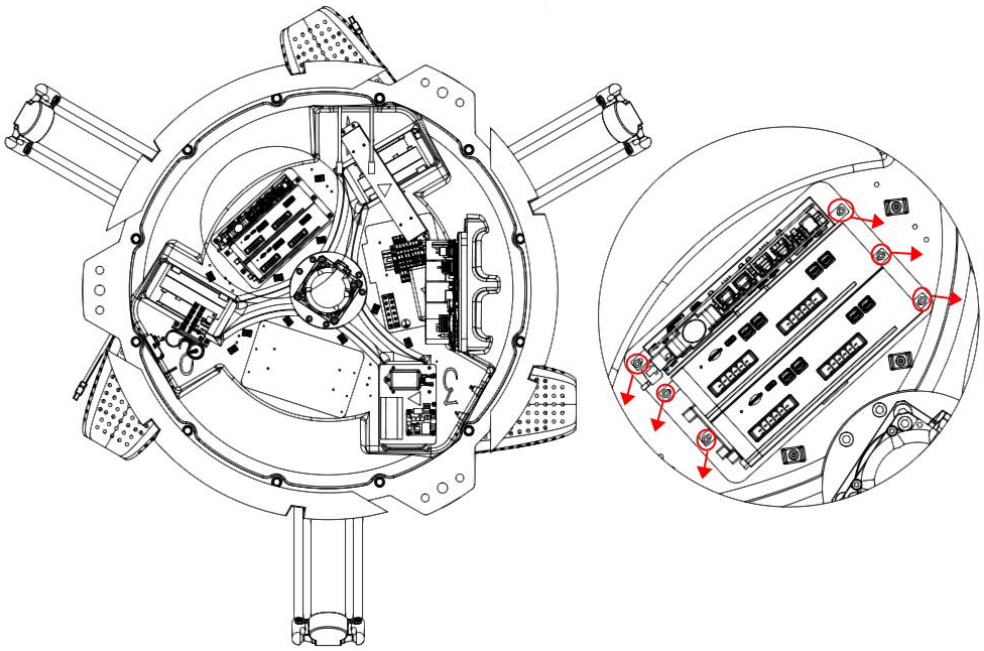

Figure 4-6 Removing the socket head cap screws
**Step 3** Remove the screws on the fixing connector of the controller, and remove the controller from the control cabinet, as shown in Figure 4-6